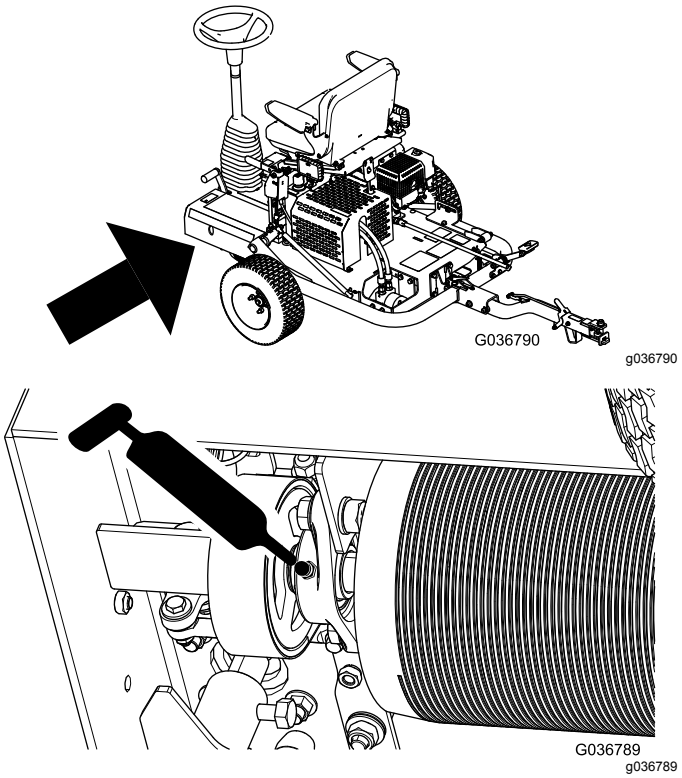

Figur 25
3. Pump fedt ind i smøreniplen som vist i Figur 25.